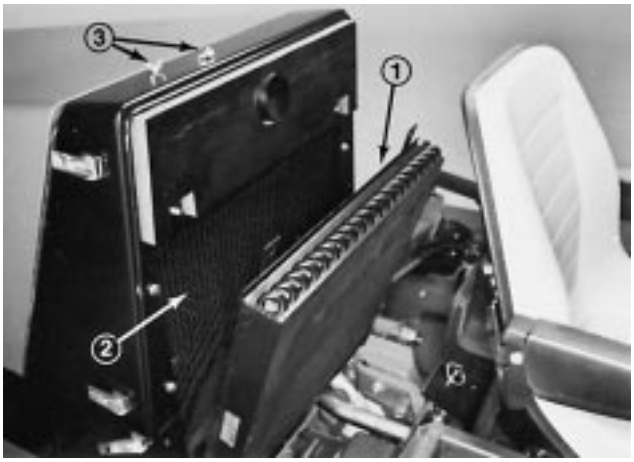

Figure 42
C. Remove wing nuts securing top of oil cooler to upper radiator support and pivot top of oil cooler away from radiator (Fig. 42).